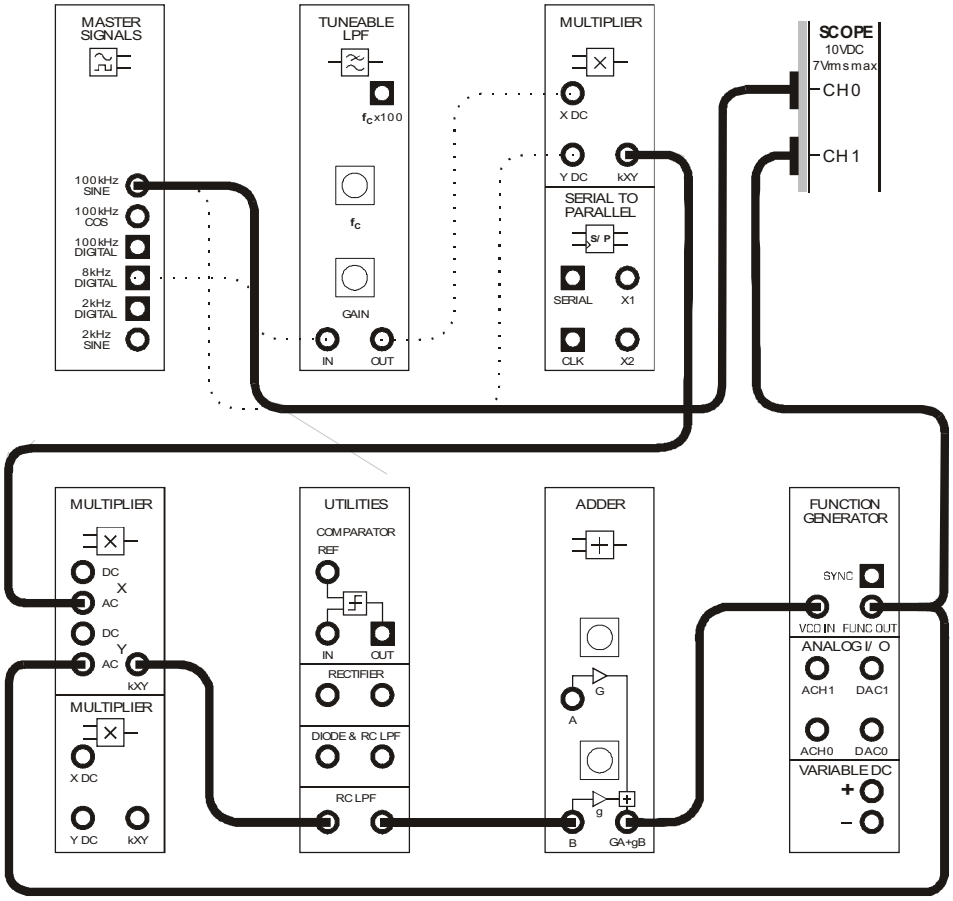

Figure 7
23. Modify the set-up as shown in Figure 7 below.